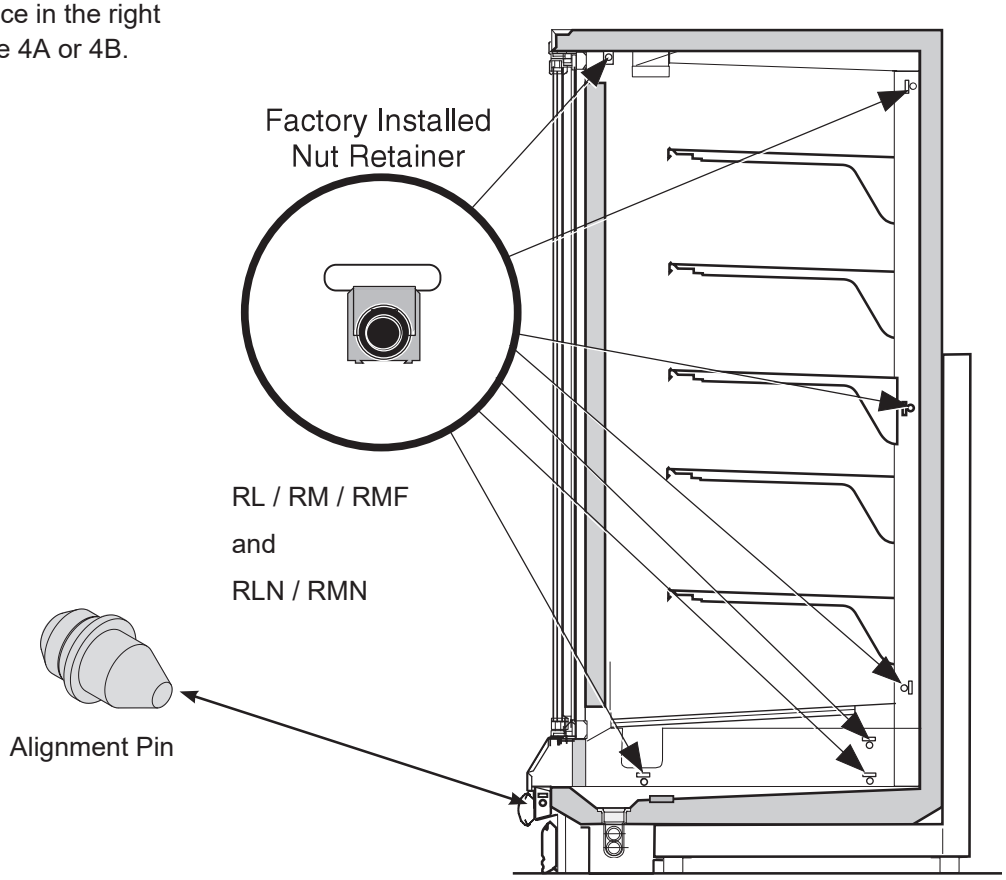

Figure 4A. verify nut retainer installation
4. If not already installed make sure nut retainers and alignment pins are in place in the right end frame as shown in Figure 4A or 4B.